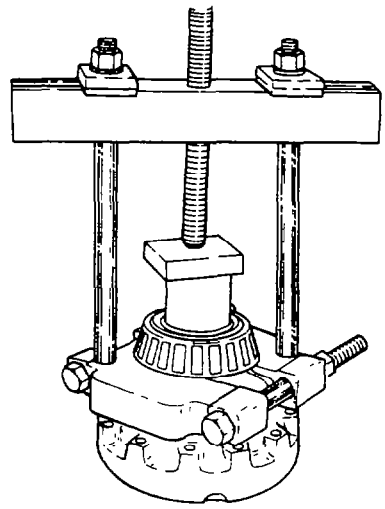

Fig. 350 — Removing Differential Case Bearings
j. Remove the bolts (item 18) and nuts (item 21) securing the flanged differential case (item 20) to the crownwheel (item 19); remove the crownwheel from the case.
k. Remove the bearings (items 22 and 10) from both differential cases (items 12 and 20) using a suitable puller and collar (see fig. 350).